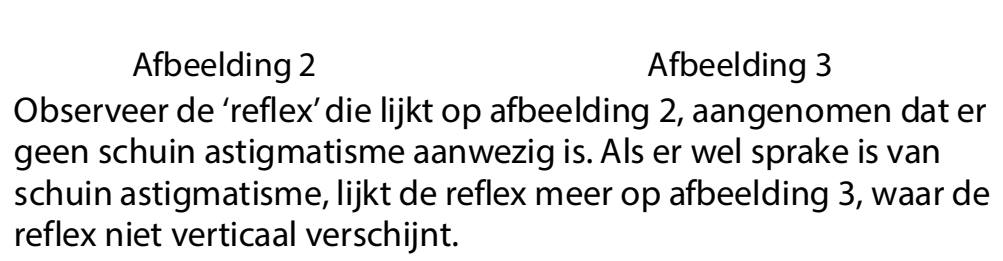

Afbeelding 2 Afbeelding 3
4. Observeer de 'reflex' die lijkt op afbeelding 2, aangenomen dat er geen schuin astigmatisme aanwezig is. Als er wel sprake is van schuin astigmatisme, lijkt de reflex meer op afbeelding 3, waar de reflex niet verticaal verschijnt.